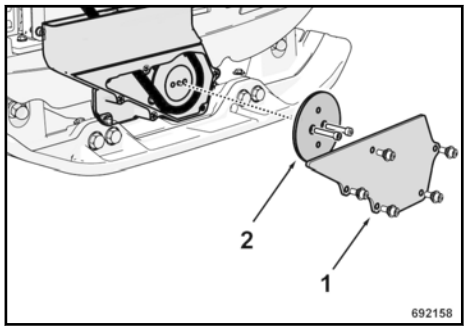

Fig. 52
Remove the safety cover (1) ↳ Fig. 52.